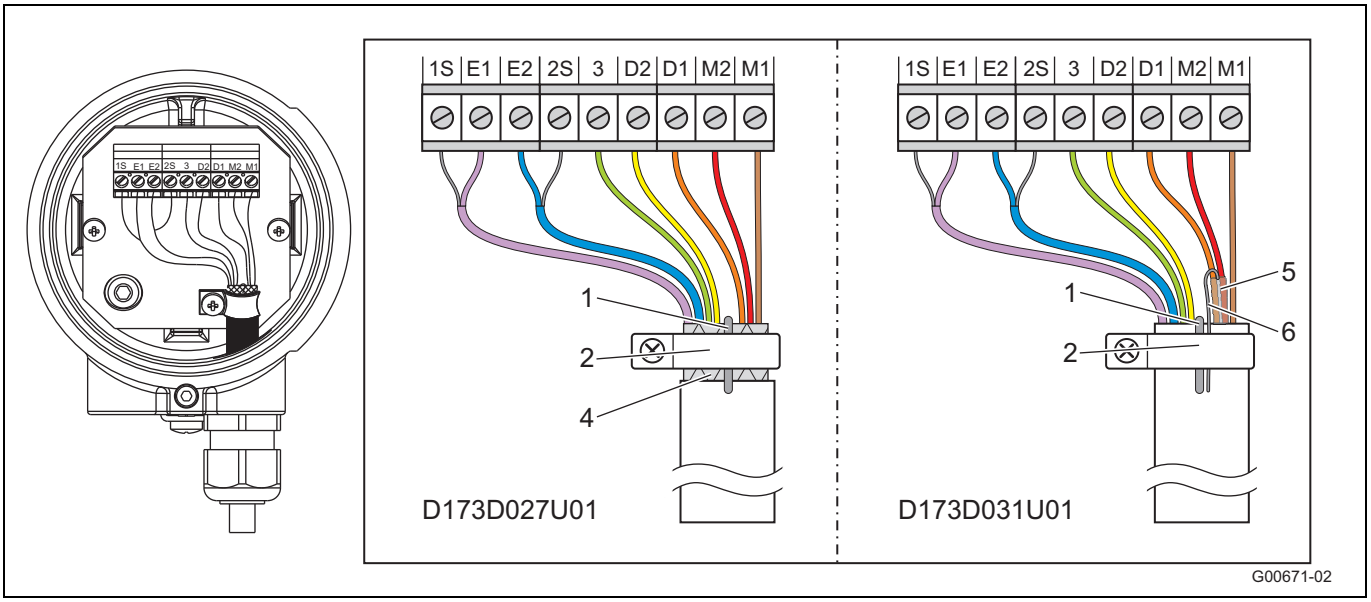

Rys. 33
- Pozostałe żyły podłączyć w sposób przedstawiony na Rys. 33.